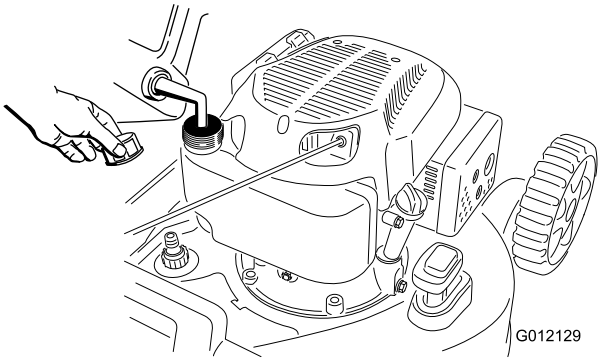

Figura 8
1. Pulite l'area intorno al tappo del serbatoio del carburante e togliete il tappo (Figura 8).